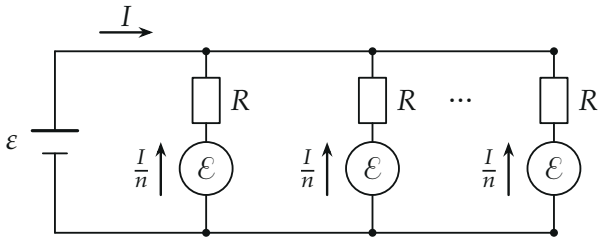

Рис. 2. Схема с n двигателями: каждый ротор — источник $\mathcal{E}$ с сопротивлением обмотки R, ток в ветви I/n, в аккумулятор — I.
1. Токи. Груз опускается равномерно — по второму закону Ньютона для груза натяжение троса равно Mg (при n тросах — по Mg/n на каждый). Ток ротора пропорционален натяжению, поэтому при n двигателях в каждом течёт I/n, а в аккумулятор — их сумма (двигатели соединены параллельно, рис. 2):